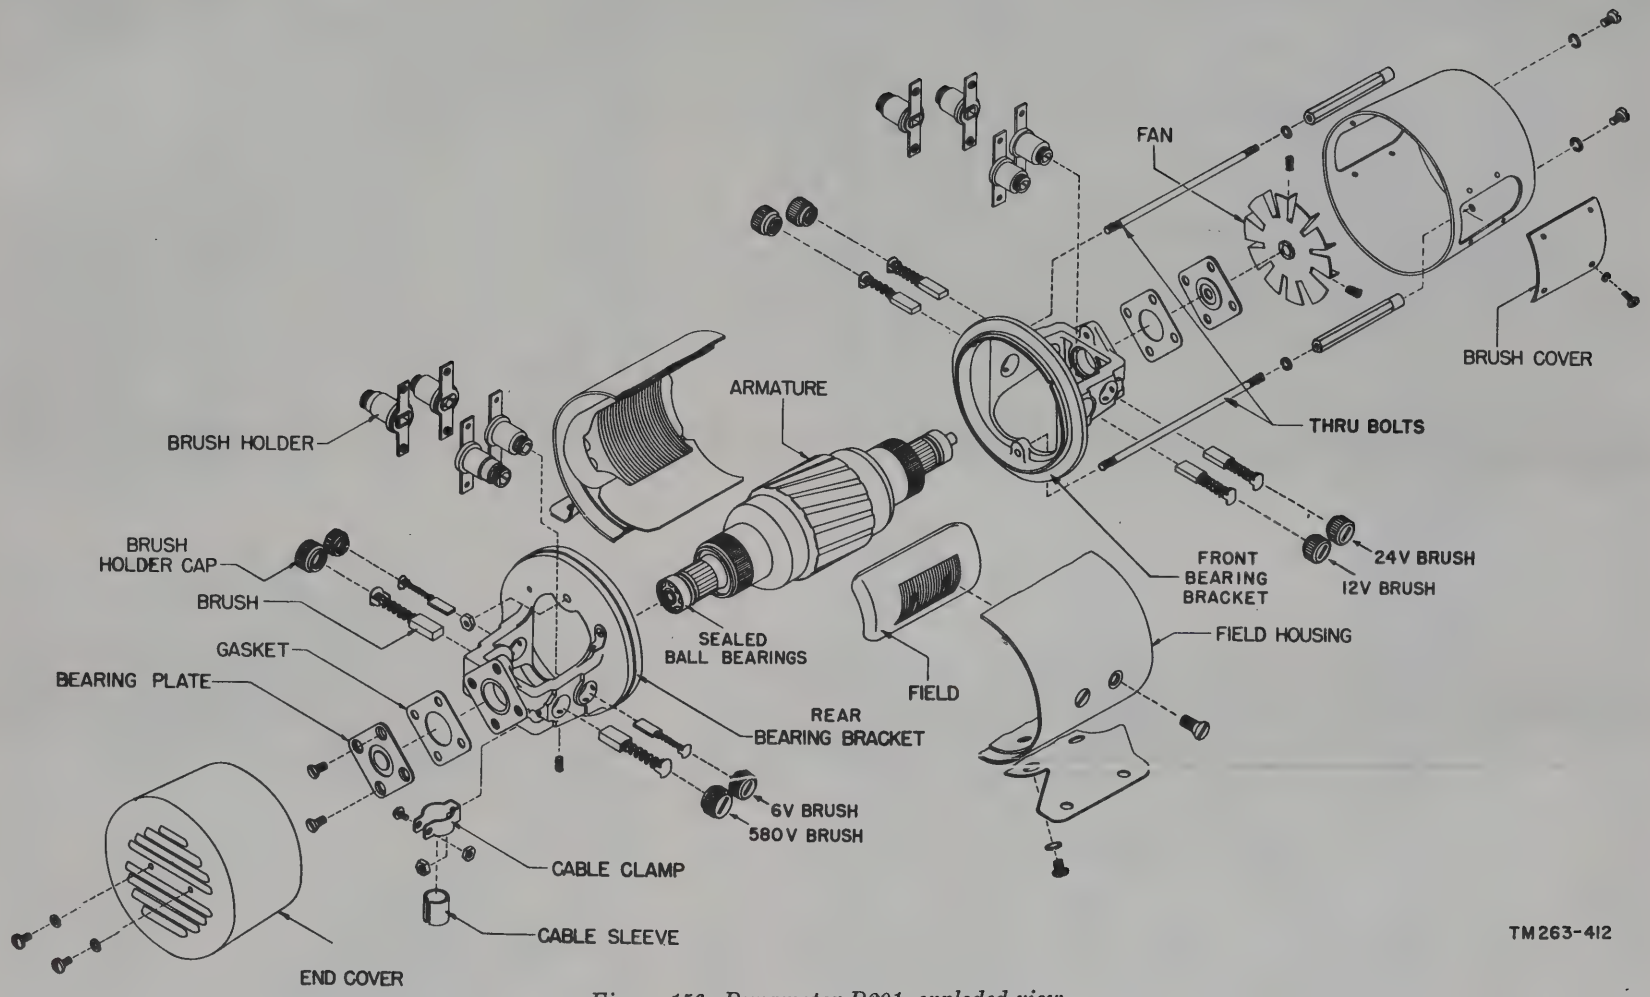

Figure 156. Dynamotor D201, exploded view.
b. Unscrew the brush caps (fig. 156) and remove the brushes.
e. Refer to figure 156 for the remainder of the dynamotor disassembly procedure.
(1) Loosen the four screws and remove the dynamotor front and rear end covers.
(2) Remove all brushes.
(3) Remove the top through-bolt.
(4) Before removing the bottom through-bolt, loosen the cable clamp. Then remove the bottom through-bolt.
(5) Loosen and remove all field wires from the terminals at the front (fan) end of the dynamotor. *Be sure to tag all wires.*
(6) Use an Allen wrench to remove the two screws that hold the fan to the dynamotor. Remove the fan.
(7) Pry the front bearing bracket away from the dynamotor unit. Remove the front bearing bracket by pulling it off the dynamotor unit. Be careful not to damage any of the wiring.
(8) Now pull the armature out gently through the dynamotor unit.